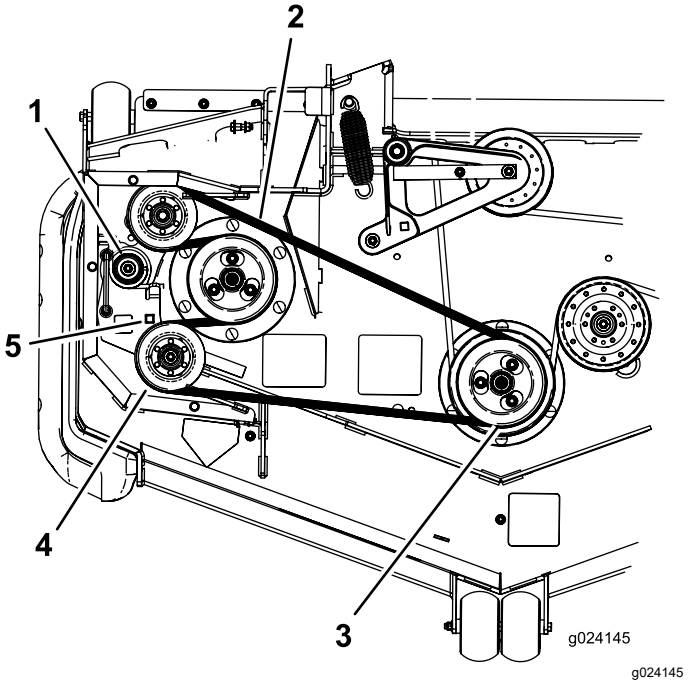

Figur 89
7. Använd en spärrhake i det fyrkantiga hålet i mellandrevsarmen för att flytta spänningen från mellanremskivfjädern (Figur 89).
8. Ta bort remmen från klippdäckets remskiva (Figur 89).
9. Ta bort remmen från de övriga remskivorna (Figur 89).
11. Flytta spänningen från fjädern genom att använda spärrhaken i det fyrkantiga hålet och för den nya remmen runt mellanremskivan (Figur 89).